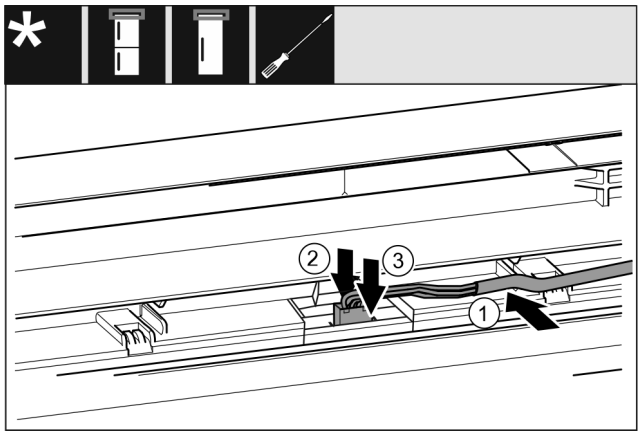

*Fig. 63 Kombinace chladničky s mrazničkou / mrazničky / chladničky**
▶ Kabel *Fig. 63 (1)* vložte do vedení v horních dvířkách.*
▶ Západku *Fig. 63 (2)* zatlačte dozadu.*
▶ Zaklapněte zástrčku *Fig. 63 (3)*.*